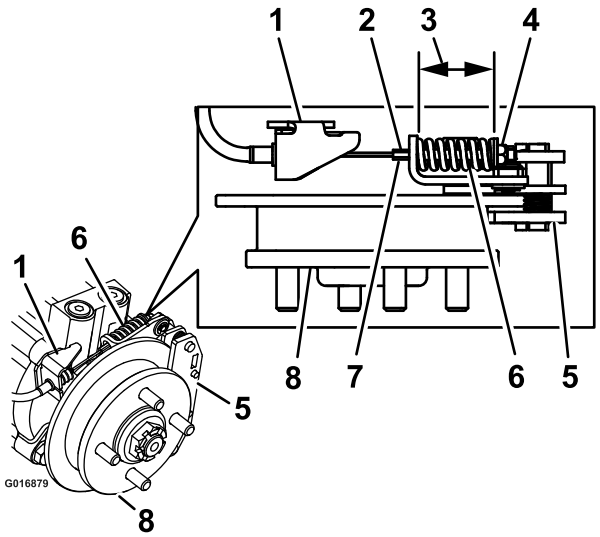

**Figure 71**
9. Hold the threaded rod end with a tool and adjust the lock nut until the spring length is between 3.8 and 4.0 cm (1-1/2 and 1-9/16 inches) (Figure 71). Do not allow the cable to turn when the nuts are being loosened.